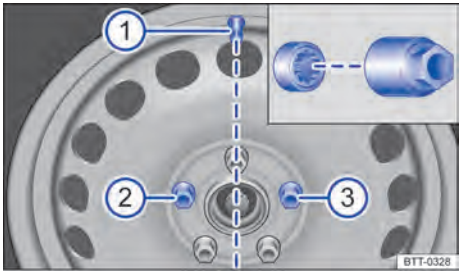

Bilde 221 Dekkventil ① og monteringssted for hjulbolt med tyverisikring ② eller ③.
På hjul med hjulkapsel må hjulbolten med tyverisikring være skrudd inn i posisjon → Bilde 221 ② eller ③, ut fra posisjonen til dekkventilen ①. Ellers vil du ikke kunne montere hjulkapselen.